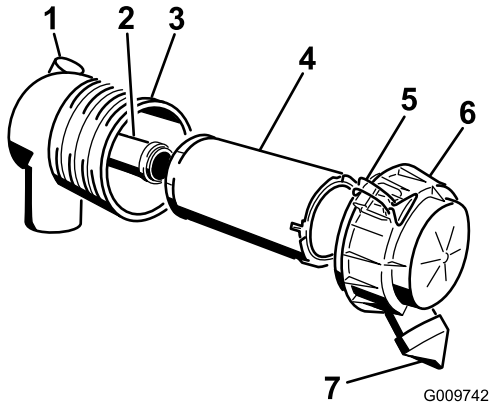

Figuur 30
Belangrijk: Geef het luchtfilter uitsluitend een onderhoudsbeurt als de onderhoudsindicator rood is (Figuur 30). Als u het luchtfilter vervangt voordat dit nodig is, wordt alleen maar de kans vergroot dat er vuil in de motor komt als het filter wordt verwijderd.
4. Maak de sluitingen op het luchtfilter los en trek het luchtfilterdeksel van de luchtfilterbehuizing (Figuur 30).
1. Schuif het filter voorzichtig uit de luchtfilterbehuizing (Figuur 30). Zorg ervoor dat u niet met het filter tegen de zijkant van de luchtfilterbehuizing stoot.
4. Als u het veiligheidsfilter vervangt, schuif dan voorzichtig het nieuwe filter in de filterbehuizing (Figuur 30).
5. Schuif het voorfilter op het veiligheidsfilter (Figuur 30). Zorg ervoor dat het filter volledig vastzit door de buitenring van het filter tijdens de montage aan te drukken.
6. Monteer het luchtfilterdeksel met de kant met het opschrift UP naar boven gericht en maak de sluitingen vast (Figuur 30).